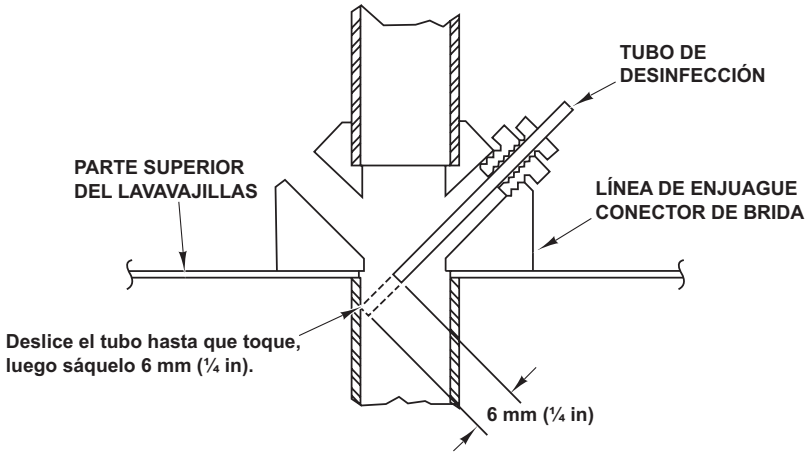

Fig. 30
- Retire el tapón de la tubería (Fig. 30) para la instalación del tubo del desinfectante químico. Para asegurar un flujo de desinfectante sin obstrucciones, ubique el tubo de desinfectante en el centro del flujo de agua perforando el accesorio del tubo de desinfectante de manera que su diámetro interior sea igual al diámetro exterior del tubo. Deslice el tubo dentro de la brida hasta que toque el lado opuesto y luego sáquelo 6,3 mm (1⁄4 in) (Fig. 30).